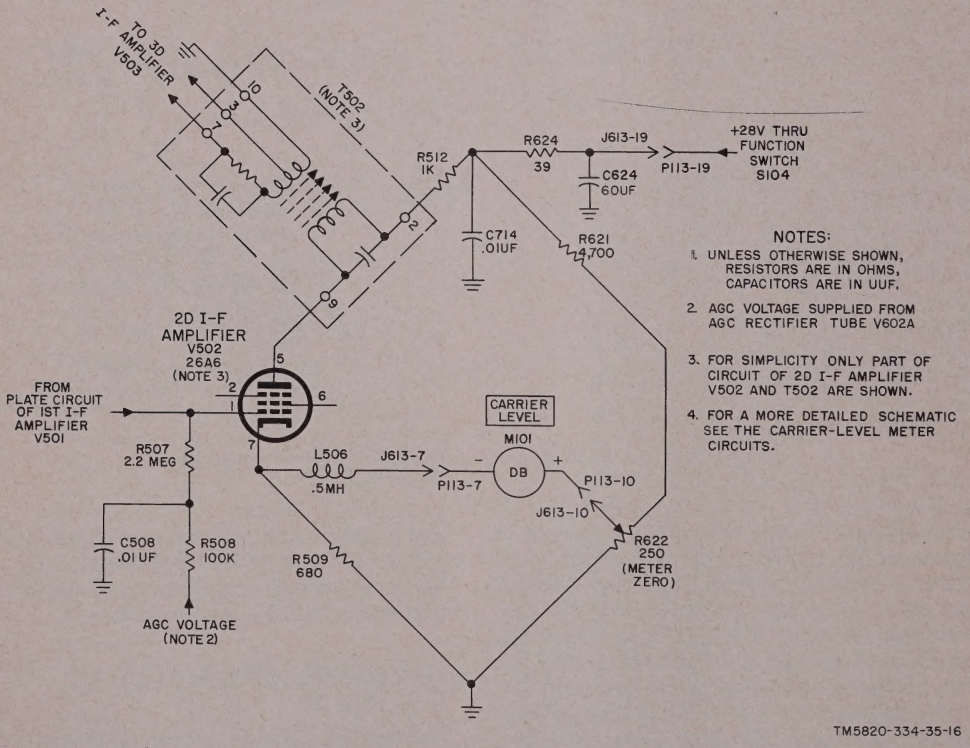

Figure 16. CARRIER LEVEL meter circuit, simplified schematic diagram.
21. CARRIER LEVEL Meter Circuit (fig. 16)